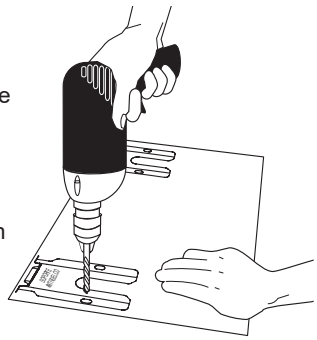

Fig. 6
b. **Taladre los agujeros y fije el soporte** - Taladre un agujero piloto de 1/8” donde se instalarán los tornillos (Fig. 6). Si el soporte se instala en la pared, realice un orificio de guía en un ángulo aproximado de 20° hacia abajo. Si el soporte se instala en piso de mampostería o cerámica, debe realizar un orificio guía con el taladro de 3/16” y 1-3/4” (4,45 cm) de profundidad. Los tornillos que se suministran pueden usarse en madera o concreto. Para fijar el soporte, utilice un destornillador de tuercas de 5/16” o un destornillador para tornillos de cabeza plana.